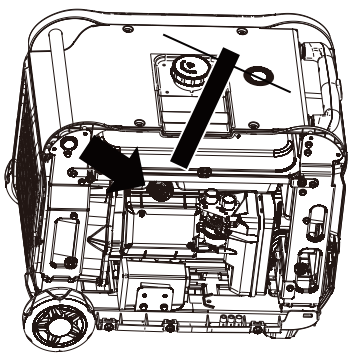

Figure 16: Slide off spark plug cover
6. Using the spark plug socket wrench provided, remove the spark plug from the cylinder head (see Figure 16).